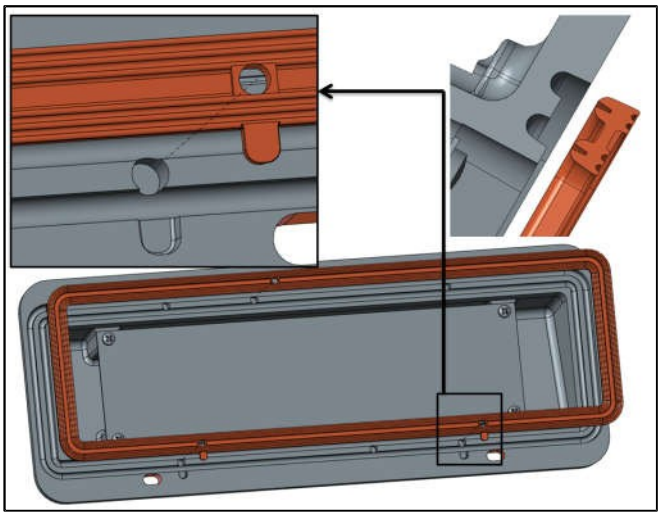

Рисунок 2 **Монтаж уплотнения капота горелки**
6. 6. Снимите и осмотрите уплотнение кожуха горелки на гибкость, трещины и вмятины и при необходимости замените. Убедитесь, что маленькие ребра уплотнения находятся на внешней стороне кожуха горелки, когда (повторно) устанавливаете уплотнение в кожухе горелки, см. Рисунок 2.